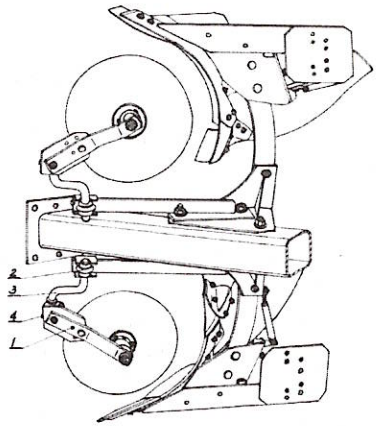

Rys. 18.
- ustaw krój tarczowy (Rys. 18).